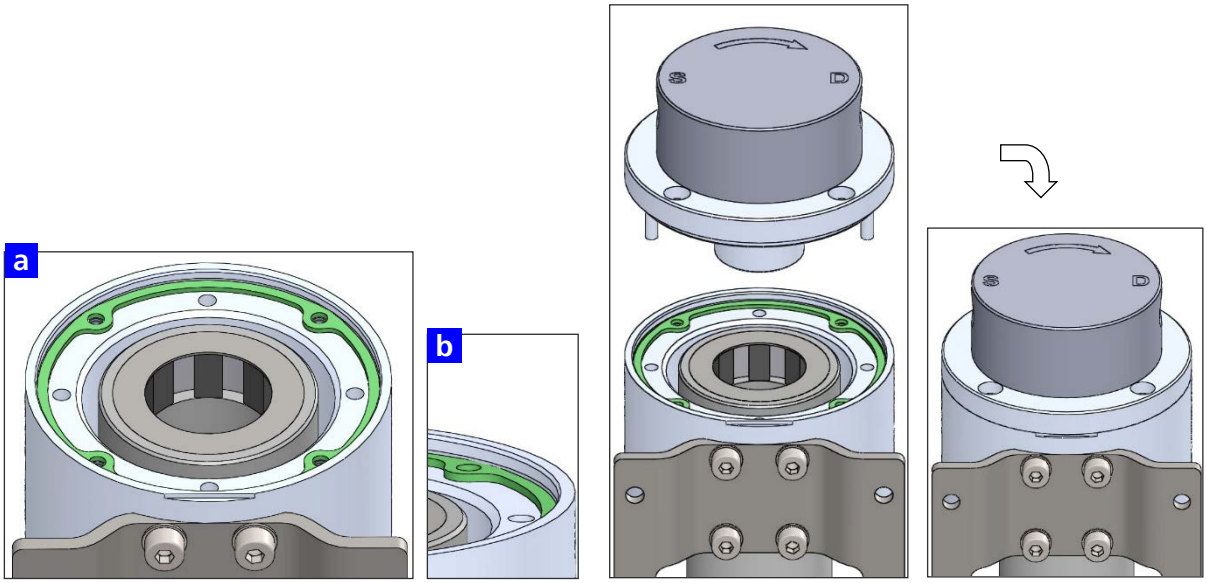

Bild 13 Montageansicht mzr-xx55
1. Flachdichtung einsetzen: Die Flachdichtung auf Beschädigung prüfen und ggf. tauschen. Dichtscheibe in die Vertiefung Bild 13 **a** der Kupplungsglocke legen – die Bohrungen der Scheibe müssen mit den Gewindebohrungen der Kupplungsglocke übereinstimmen.